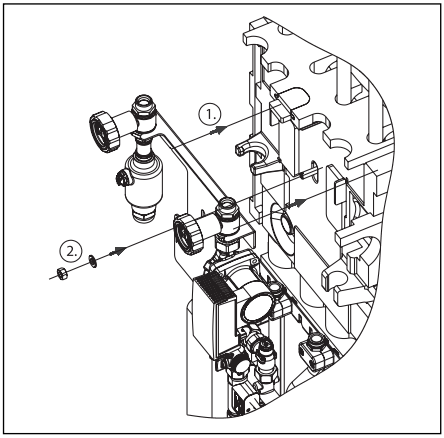

Fig. 17 Montage du groupe solaire
– Accrocher le groupe solaire au support de fixation (fig. 17 point 1) et le fixer à l'aide d'une rondelle et d'un contre-écrou (point 2).